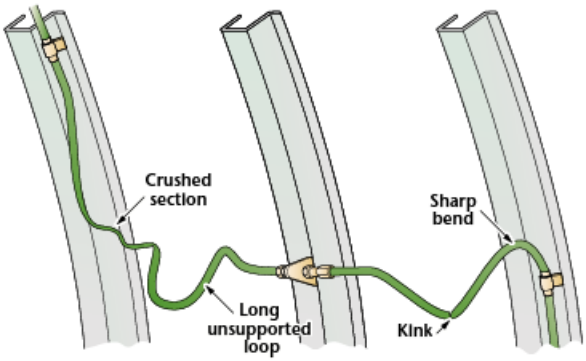

Figure 8-2-13. Sensing element defects.
- Dents and kinks in sensing element sections. Limits on the element diameter, acceptable dents or kinks, and degree of smoothness of tubing contour are specified by manufacturers. No attempt should be made to straighten any acceptable dent or kink because stresses can be set up that could cause tubing failure. An example of kinked tubing is shown in Figure 8-2-13.